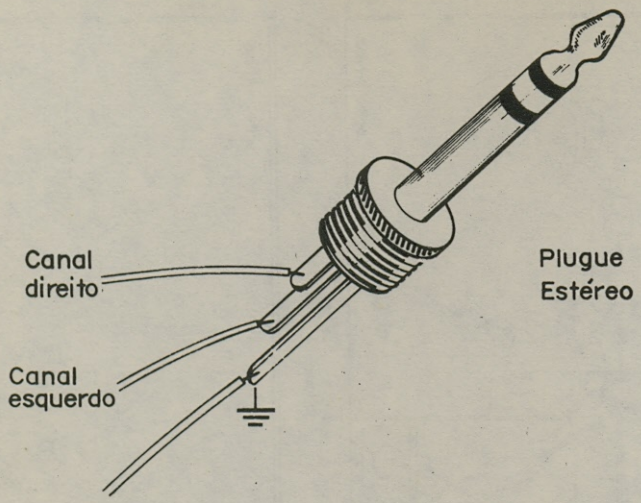

Figura 8
d) O capacitor C1 é formado pela ligação em oposição de dois capacitores de 22 μF x 63 V ou 22 μF x 25 V, conforme mostra a figura 8.
e) Os jaques de saída do circuito devem ser do tipo utilizado normalmente com fones estereofônicos. Na figura 8 temos a maneira de ligar essas jaques.